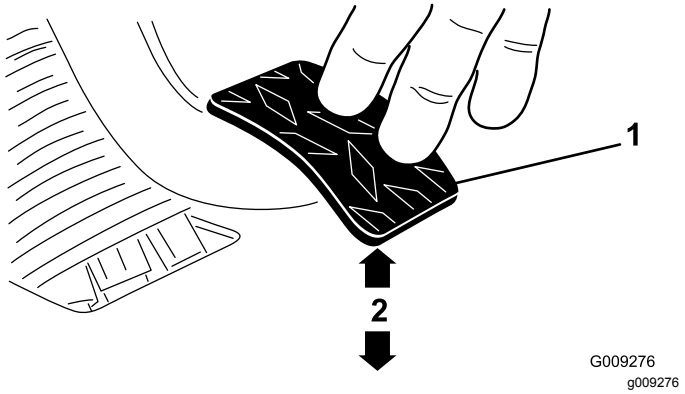

Figur 71
3. Juster kontramøtrikkerne eller kugleleddet, indtil bagsiden af koblingspedalens bagkant er 9,2 til 9,8 cm fra toppen af gulvpladens diamantmønster, når der trykkes på pedalen med en kraft på 1,8 kg (Figur 71).